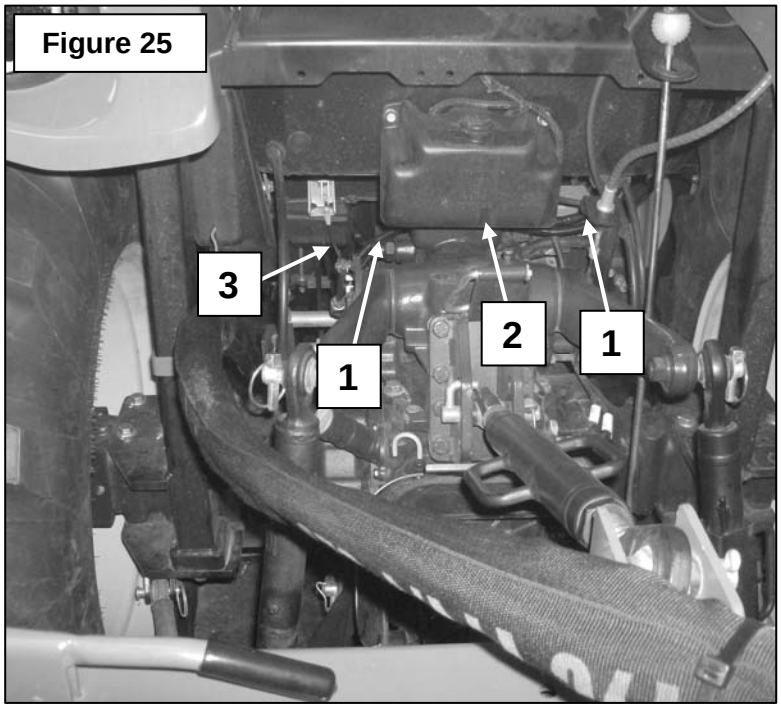

Figure 25
12. **Figure 25:** Bring the 132" harness (item 1) over the transmission housing (item 2) and towards the right fender of the tractor. Attach the harness (item 1) to the cable (item 3) with a tie wrap (not illustrated).